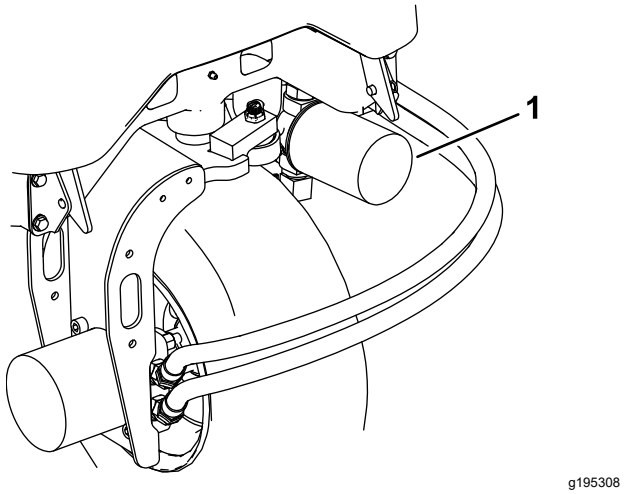
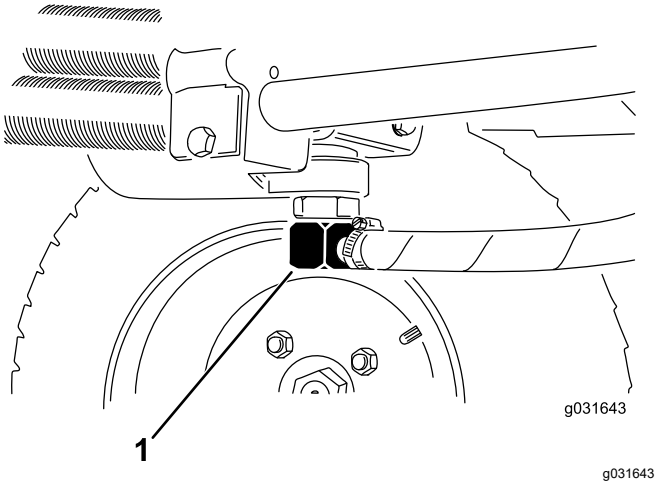

Figur 65
Figur 66
3. Rengör området där filtret ska monteras, placera ett avtappningskärl under filtret och ta bort filtret (Figur 65).
2. Lossa hydraulledningen eller ta bort hydraulfiltret och låt hydraulvätskan rinna ned i ett avtappningskärl (Figur 65 och Figur 66).
3. Sätt tillbaka hydraulledningen när hydraulvätskan har slutat att rinna (Figur 66).